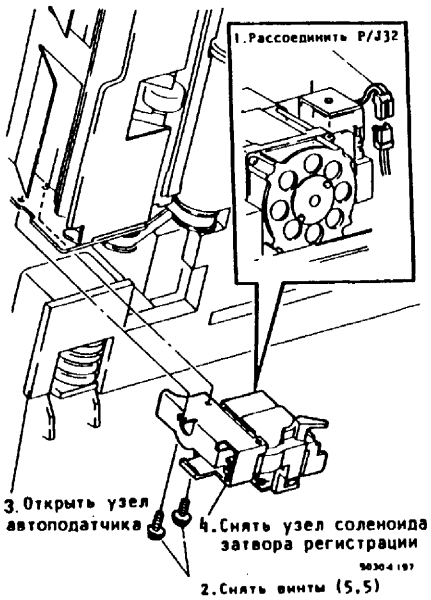

Рис.1. Снятие узла соленоида затвора регистрации
3. (Рис.1): Снять узел соленоида затвора регистрации.